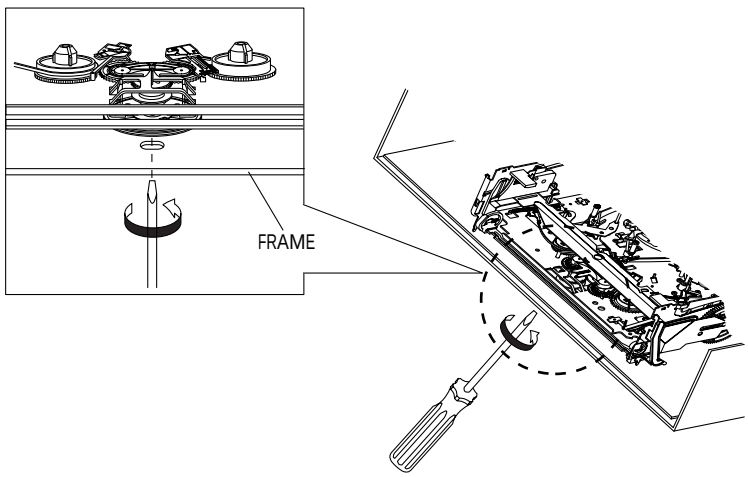

Fig. 2-3
3) When Slider S, T are approached in the position of unloading, rotate holder Clutch counterclockwise after inserting screw driver in the hole of frame's bottom in order to wind the unwounded tape. (Refer to Fig. 2-3) (If you rotate Gear Worm Wheel continuously when tape is in state of unwinding, you may cause a tape conta mination by grease and tape damage. Be sure to wind the unwounded tape in the state of set horizontally.)